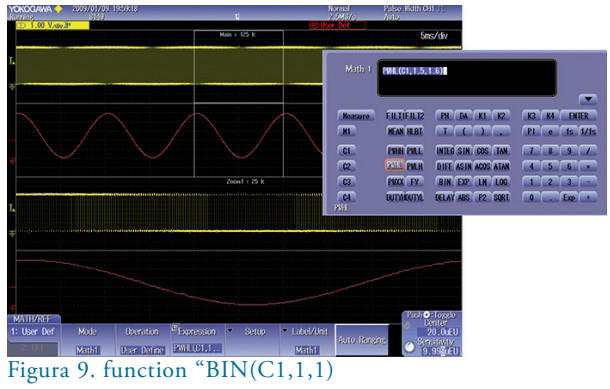

Figura 9. function "BIN(C1,1,1)"
4. Finalmente, se utiliza Calc1 para medir el máximo de esta nueva forma de onda (Math1), obteniendo así de manera automática la distancia al margen izquierdo de la gráfica X-Y original. (Figura 9)